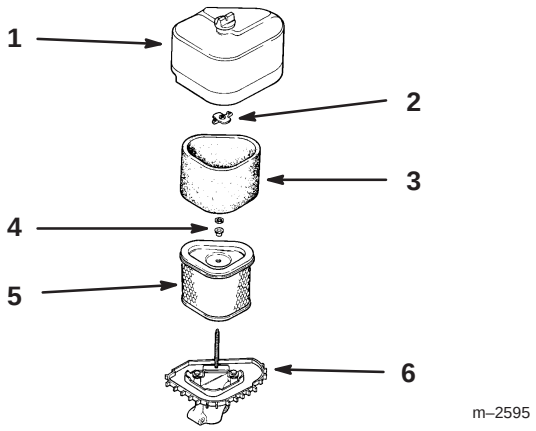

Figure 34
3. Clean around the air cleaner to prevent dirt from getting into the engine and causing damage. Unscrew the cover nut and remove the air cleaner cover (Fig. 34).
4. Remove the air cleaner assembly (Fig. 34).
5. Carefully slide the foam element off the paper element (Fig. 34).
1. Carefully slide the foam element onto the paper air cleaner element (Fig. 34).
2. Place the air cleaner assembly onto the air cleaner base (Fig. 34).
3. Install the air cleaner cover and secure with cover nuts (Fig. 34).